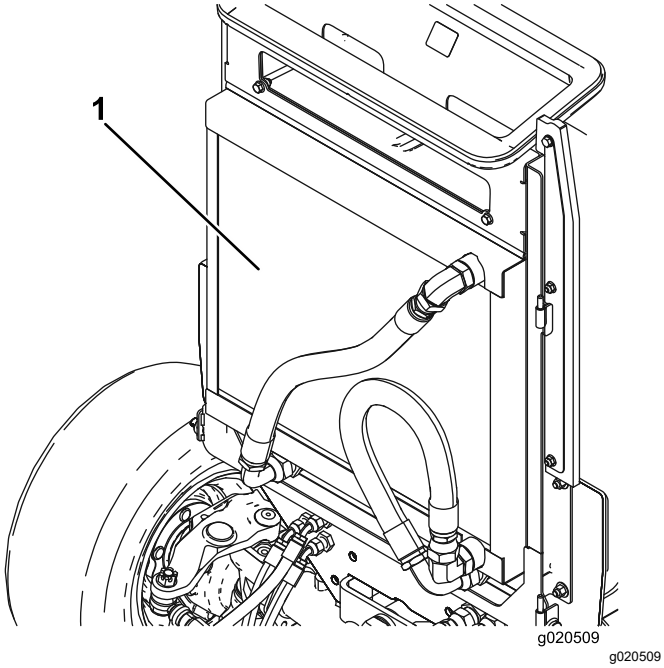

Рисунок 114
4. Тщательно очистите сжатым воздухом область с обеих сторон радиатора/маслоохладителя (Рисунок 114). Начните спереди и сдувайте мусор назад. Затем очистите заднюю сторону, сдувая мусор в направлении передней стороны. Повторите эту процедуру несколько раз до полного удаления сухой травы и мусора.